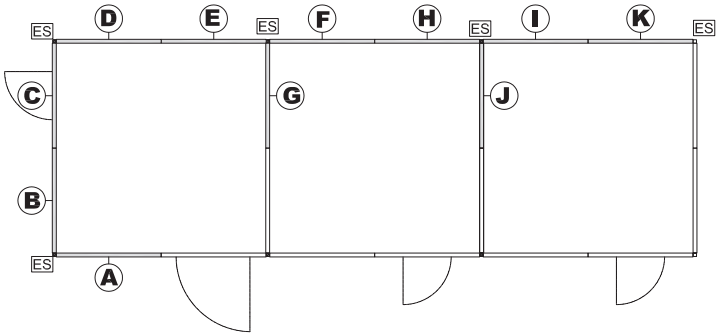

Fig. 28 Secuencia de instalación
* A continuación ensamble un panel paso (K) al panel paso (I) fig. 28.